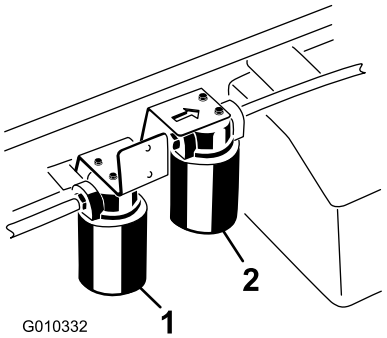

Rysunek 74
3. Umieść miskę drenażową pod filtrem i wyjmij filtr (Rysunek 74).
1. Oczyścić powierzchnię wokół miejsca montażu filtra o wysokim wydatku (Rysunek 74).